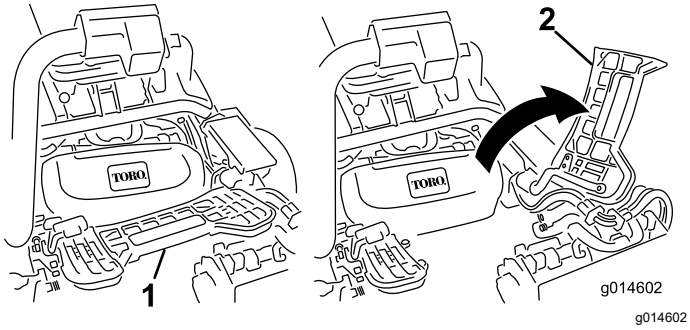

Figuur 45
1. Klap de voetsteun omhoog zodat u bij de middelste maai-eenheid kunt (Figuur 45).